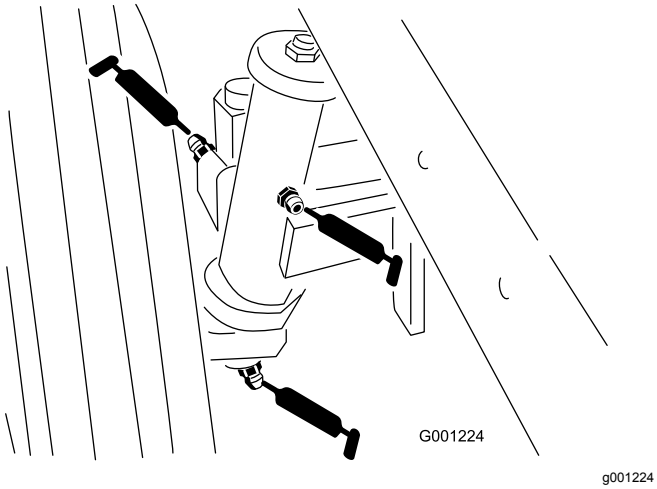

Figur 40
- Bakre hjulspindelbussningar (Figur 40)